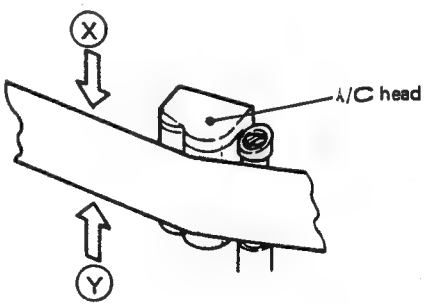

Fig. 2-50 A/C head height check
3. Refer to Fig. 2-50 and gently press point Ⓧ of the tape downward. Confirm that the TP3 (L-ch) output does not increase by more than 0.5 dB.